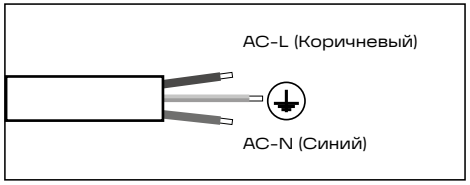

Рис. 6
5.5.5 Выполните электрическое подключение осветительного прибора согласно рис. 6.
5.6.5 Выполните электрическое подключение осветительного прибора согласно рис. 6.